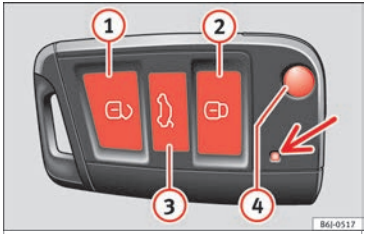

**Fig. 136** Assignment of buttons on the remote control key.
By using button (4) ››› **Fig. 136** on the control, the key shaft is released.
Unlocking the vehicle 🔓 ››› **Fig. 136** (1).
Locking the vehicle ›››Fig. 136 ②.
Unlocking the rear lid. Press button ›››Fig. 136 ③ until all the turn signals on the vehicle flash briefly. When the unlocking button ③ is pressed, you have 2 minutes to open the door. Once this time has passed, it will lock again.
Moreover, the battery indicator on the key ›››Fig. 136 (arrow), will flash.
– Press the button (2) ››› **Fig. 136** on the remote control.
– Press the button (1) ››› **Fig. 136** on the remote control.
– Press the button ››› **Fig. 136** on the remote control to unlock all the doors and the rear lid.
– Press the button ››› **Fig. 136** on the remote control to lock all doors and the rear lid or turn the key in the door to lock all doors and the rear lid.